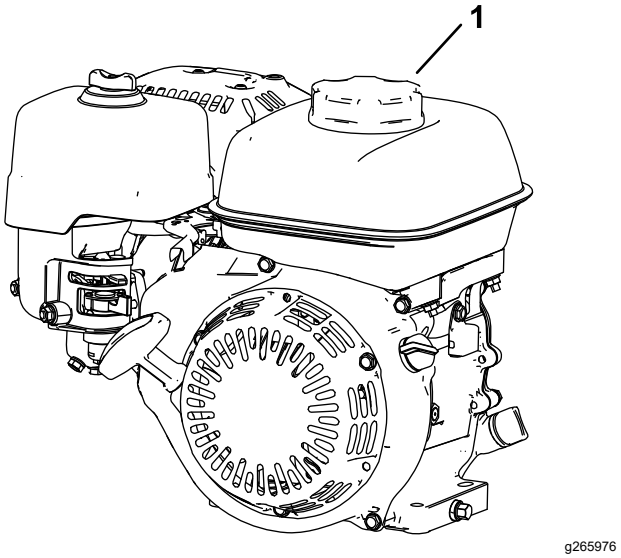

**Figuur 17**
1. Reinig de omgeving van de tankdop en verwijder de dop van de tank (Figuur 17). Vul de brandstoftank tot de onderkant van de opening van de vulbuis; raadpleeg de *Gebruikershandleiding* van uw motor.